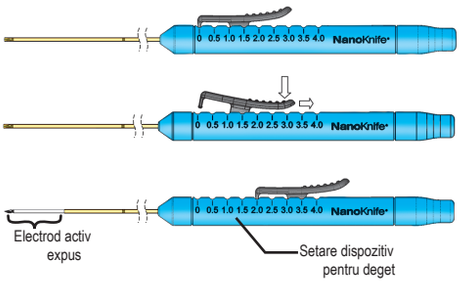

Figura 6: Ajustarea expunerii electrodului
13. Verificați lungimea electrodului expus indicată de dispozitivul pentru deget de pe mâner (consultați Figura 6).